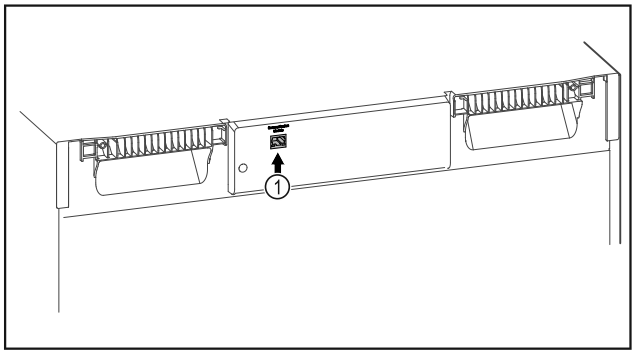

Fig. 97
❑ SmartModule *Fig. 97 (1)* este instalat.